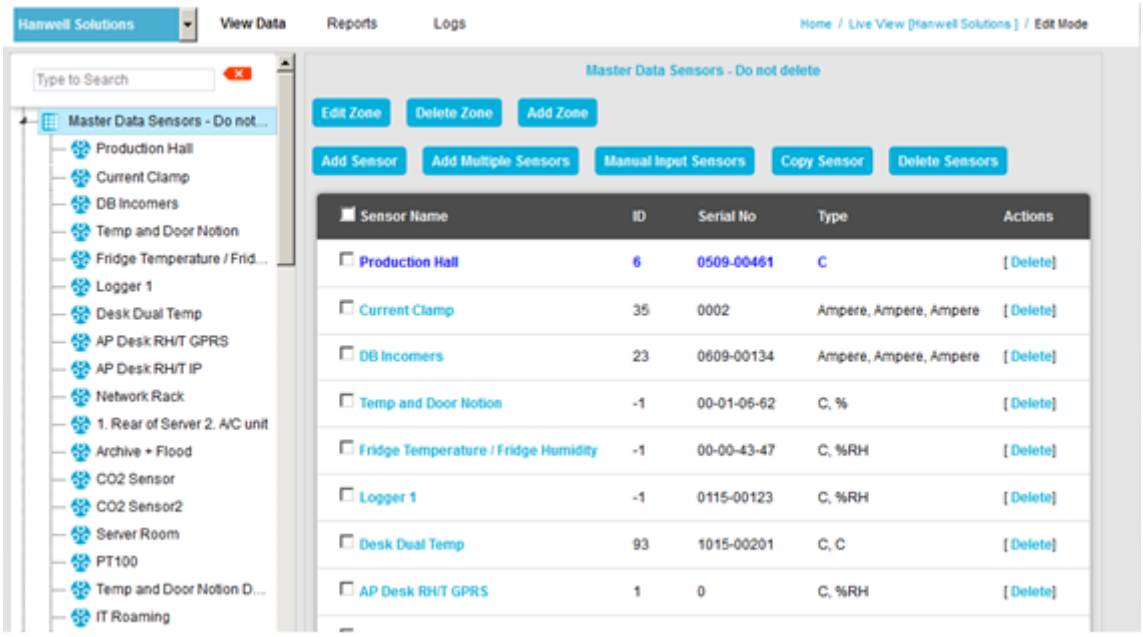

Figure 7
- The **Edit Mode** window is displayed. See Figure 7 below: